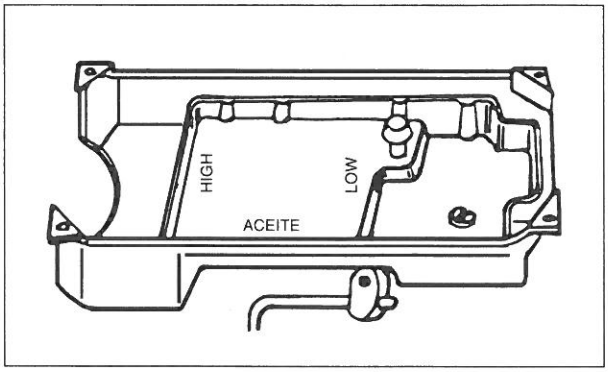

Fig. 2
b) Llene el deposito de aceite hasta que el nivel de aceite alcance la señal "HIGH" (Ver fig. 2). Use exclusivamente aceite para máquinas de la marca Sunstar o de la marca Shell tipo "Tellus C10".
a) Confirme que el nivel de aceite en el deposito llega a la marca "HIGH". Si el nivel baja a la marca "LOW", rellene el deposito hasta la marca "HIGH" (Ver fig. 2).